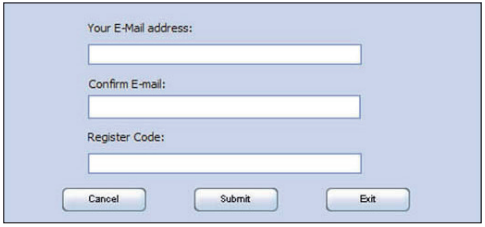

Figura 2
3. En la figura 1, escriba el Número de Serie del Producto situado en la parte posterior de la herramienta y haga clic en Actualizar para ir a la página de registro. Ingrese la siguiente información y haga clic en Enviar (consulte la Figura 2).